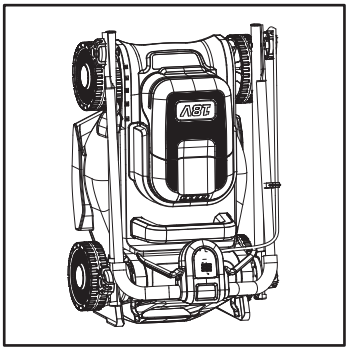

Fig. 26
10. Ranger la tondeuse à gazon à plat ou en position verticale (Fig. 26).